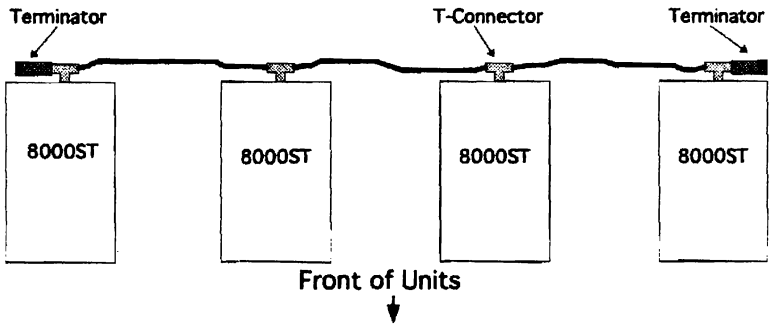

Figure 2.3: MiniNet Configuration for 4 8000STs (Aerial View)
A MiniNet network consists of up to 20 8000STs, each connected to the next by an Ethernet cable, with an Ethernet terminator on each end of the network. The terminators and cables connect to the backs of the 8000STs by means of a T-shaped connector plug. Every 8000ST includes one Ethernet cable, one T-connector, and one terminator. Figure 2.3 shows a diagram of a standard configuration.
3. Connect the 8000STs with Ethernet cables. Beginning with the leftmost unit, connect one end of one cable to the right branch of the T-connector and connect the other end to the left branch of the T-connector on the neighboring unit, as shown in Figure 2.3. Repeat this process until all the units are connected.